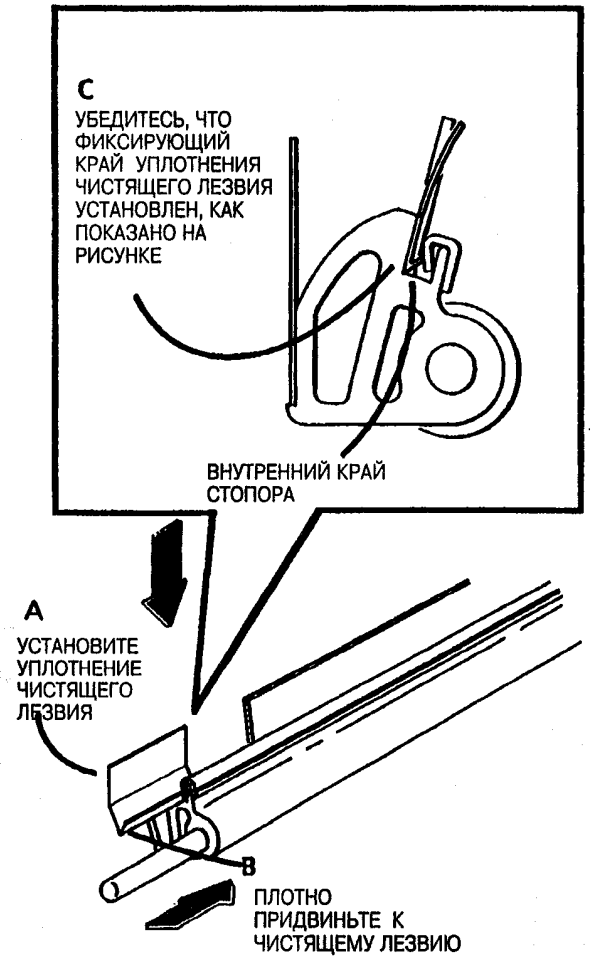

Рис. 6. Установите уплотнение чистящего лезвия
3. (Рис. 6): Установите уплотнение чистящего лезвия.